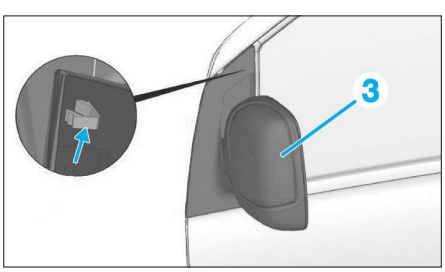

**Fig. 60**
• Dégrafer le rétroviseur extérieur (3) **(Fig.60)**.